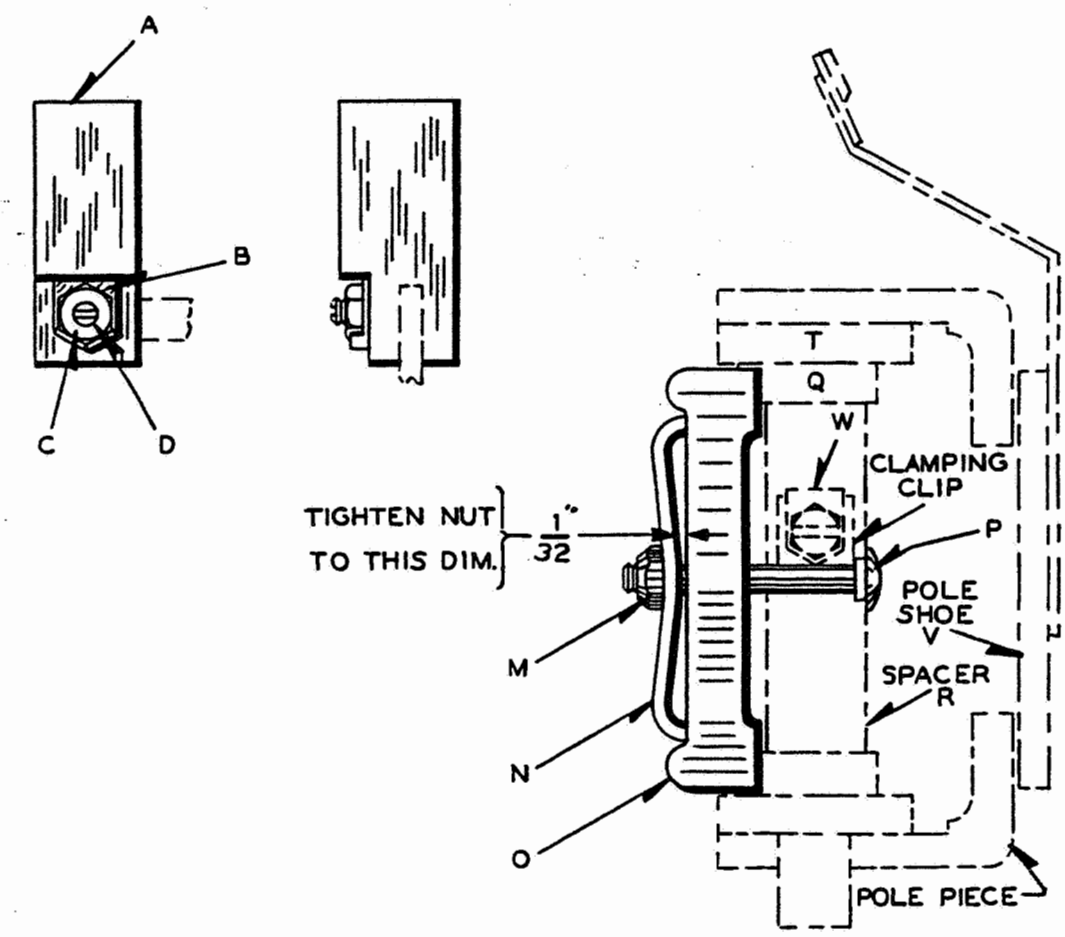

Figure 3-7. Assembly of Alnico Magnet
1. Separate the Alnico magnet from each pair and assemble magnet O, clip N, screw P, and nut M, as shown in Figure 3-7, with the nut started on the screw by only two or three threads.
2. Assemble to each side of the operating unit one magnet assembly as described above. Make certain that the marked end of the Alnico magnet is positioned up and the magnet is assembled on the side of the slotted spacer, away from the field pole pieces and armature pole shoe as illustrated in Figure 3-7. Tighten the magnet assembly until the clip is 1/32 inch from the surface of the magnet.